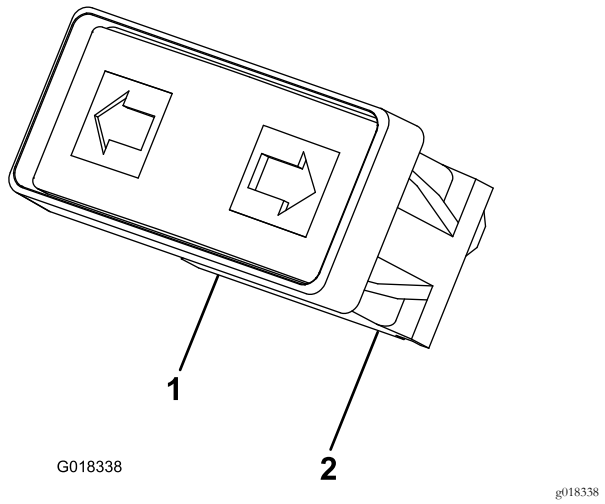

Figur 21
10. Monter hornknappen og blinklysbryteren i kontrollpanelet (Figur 20). Monter blinklysbryteren med grønne/røde ledninger til venstre og grønne/hvite ledninger til høyre, som vist i Figur 21.